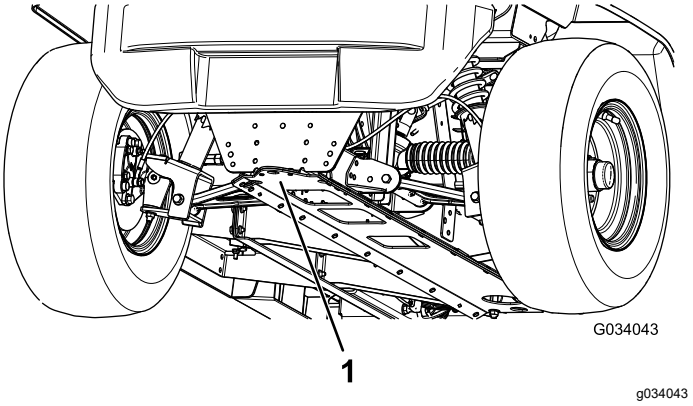

Figuur 21
- Het hefpunt vooraan de machine bevindt zich aan de voorzijde van het frame, achter de sleeplip (Figuur 21).